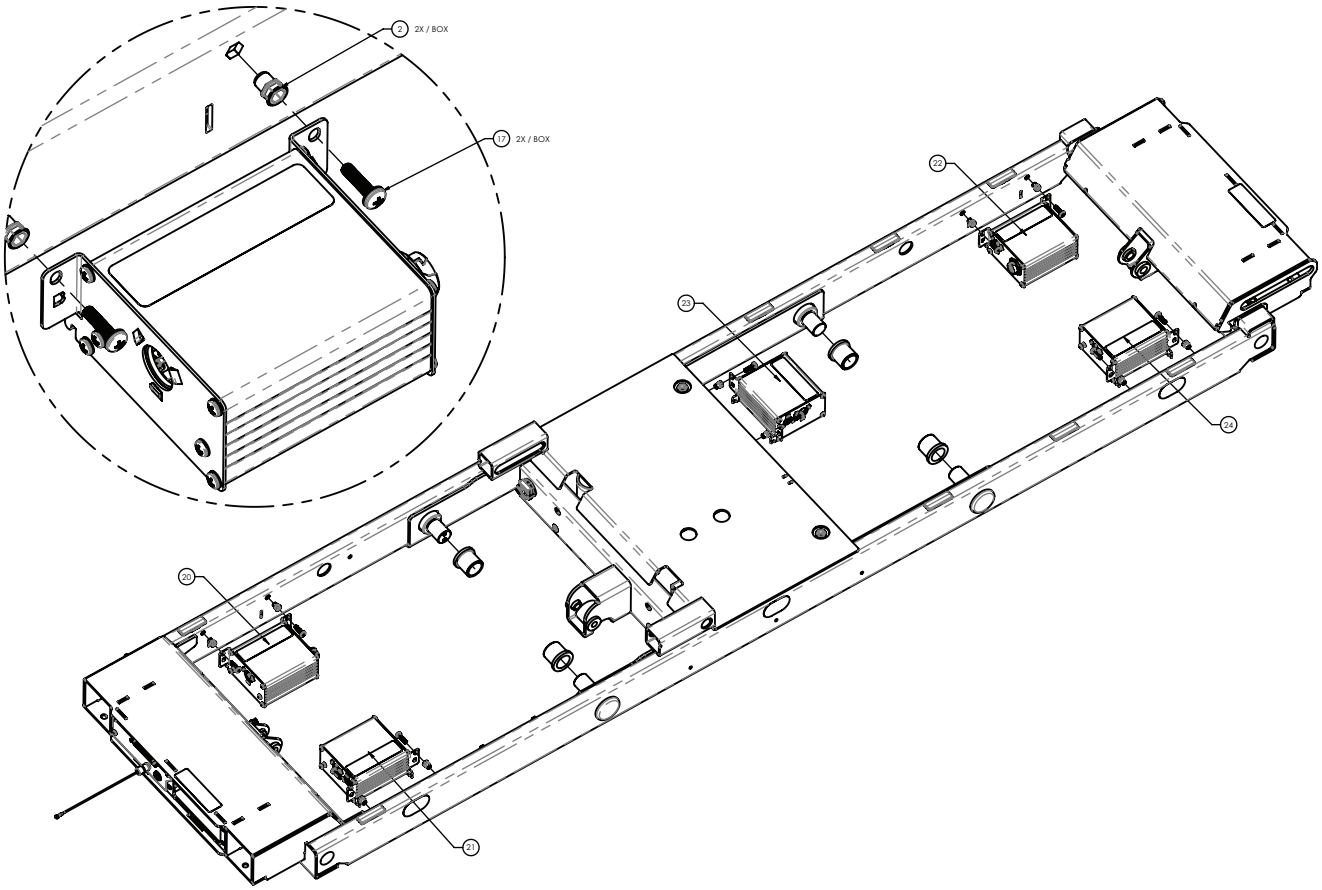

Figure 14 – Remplacement de l'ACB
8. À l'aide d'un tournevis cruciforme n° 2, retirer et conserver les deux vis (17) qui fixent l'ensemble de l'ACB (22, 24) au châssis du plan de couchage (Figure 14).
12. À l'aide d'un tournevis cruciforme n° 2, retirer et conserver les deux vis (9) qui fixent l'ensemble de l'ACB (5) au boîtier de l'ACB (Figure 14).